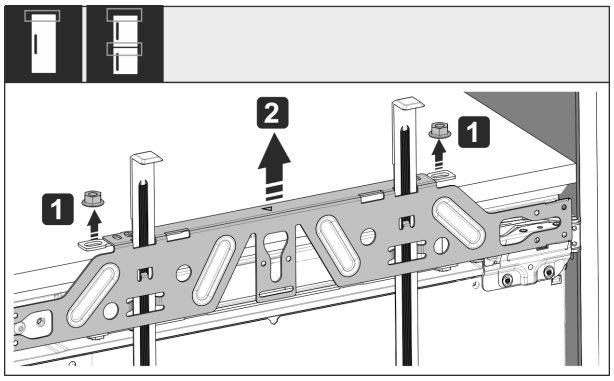

Fig. 53
▶ Desfaceți contrapiulițele *Fig. 53 (1)*.
▶ Detașați traversa de fixare *Fig. 53 (2)*.